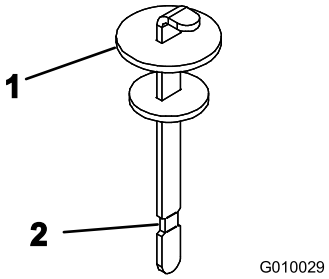

**Figuur 19**
4. Verwijder de peilstok uit de vulbuis en veeg deze af met een schone doek. Steek de peilstok in de vulbuis. Verwijder deze daarna en controleer het vloeistofpeil. Het vloeistofpeil moet tot aan de markering op de peilstok staan (Figuur 19).